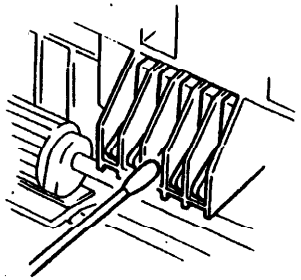

Рис. 10. Контакты на правой стороне рамы
c. Осмотрите или с помощью ватного тампона очистите контакты на правой стороне рамы аппарата (двигатель подачи тонера и датчик) (Рис. 10).